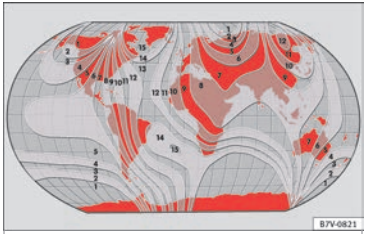

Fig. 118 Magnetic zones
- Select the magnetic zone corresponding to the position of the vehicle ››› Fig. 118.